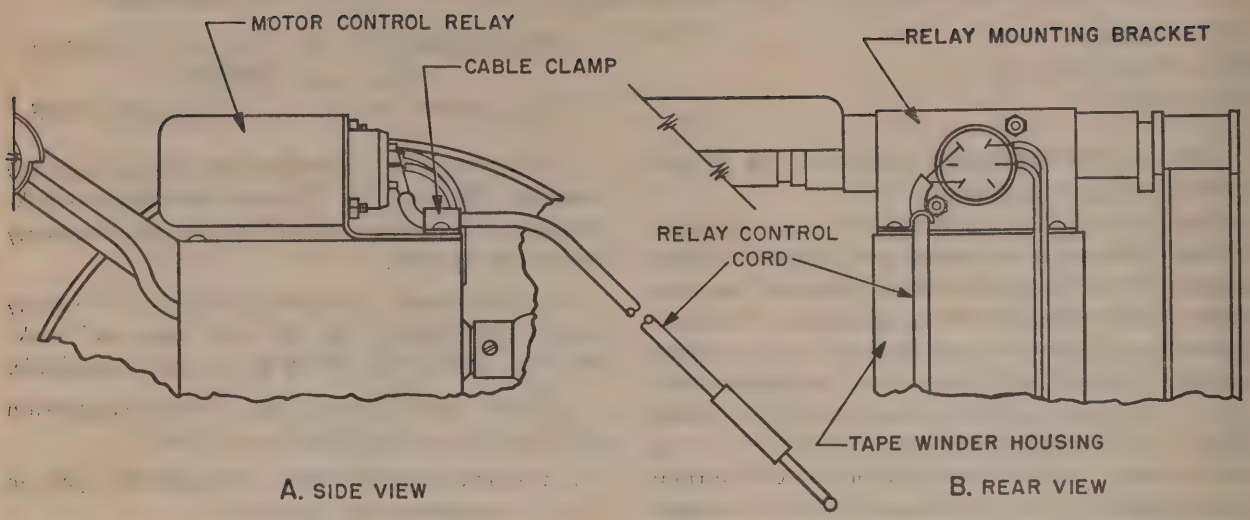

Figure 94.1. (Added) *Motor control relay mounting details (Order No. 29780–Phila–56).*
The motor control relay (fig. 94.1 A) is sealed and cannot be adjusted. In the event of relay failure, replacement is necessary. Remove, replace, and test the operation of the new relay as follows:
a. Removal. Unsolder the wires from the relay terminals (fig. 94.1 B). Remove the nuts and lockwashers and remove the old relay from the relay mounting bracket.